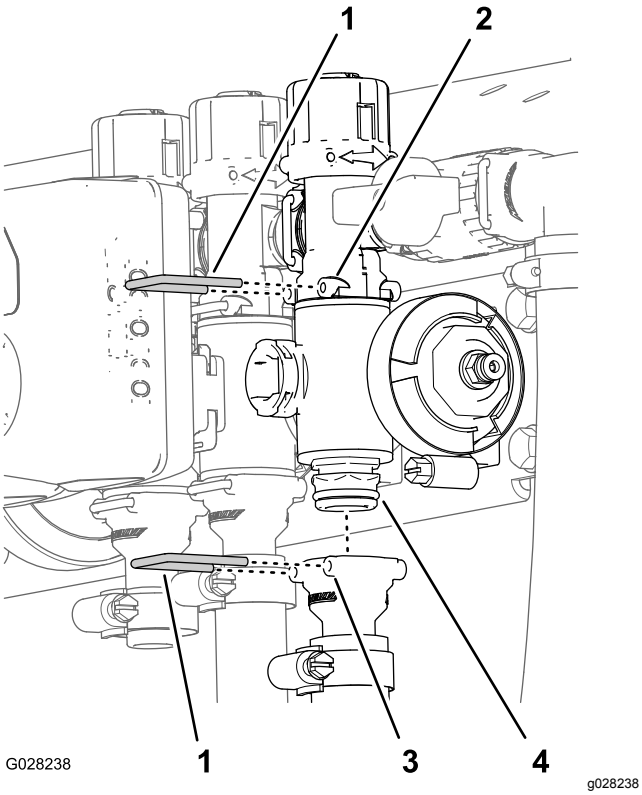

Figur 95
2. Fjern holderne som fester utgangsnippelen til seksjonsventilmanifoldet og ventilmanifoldet til omløpskoblingen (Figur 95).